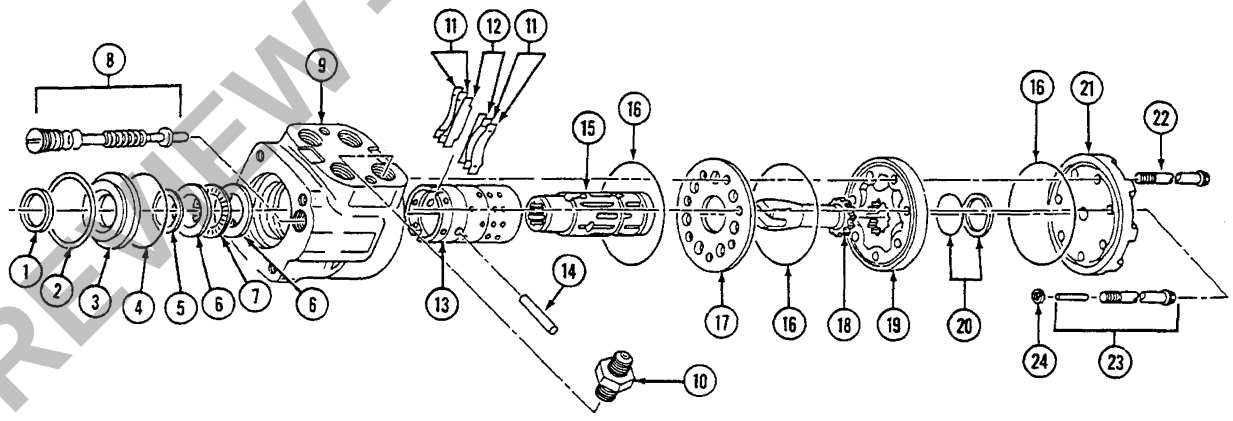

Figure 30
5. Remove the drive shaft (18), spacer plate (17) and third large O-ring (16), Figure 30.
6. Remove the check ball (24), Figure 30.
7. Remove the retaining ring (2), Figure 30 and (1), Figure 31.
8. Rotate the spool and sleeve to position the pin horizontally. Gently push on the bottom end of the spool and sleeve forcing the gland (3), Figure 30 and (1), Figure 32 out of the valve body.
9. Separate the seals (1) and (5) from the gland, Figure 30.
10. Remove the thrust bearing (7) and two bearing races (6), Figure 30.